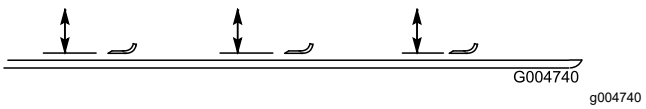

Figure 24
3. Tournez la lame dans le sens longitudinal et mesurez la distance entre l'intérieur de l'unité de coupe et le tranchant à l'avant de la lame (Figure 24).